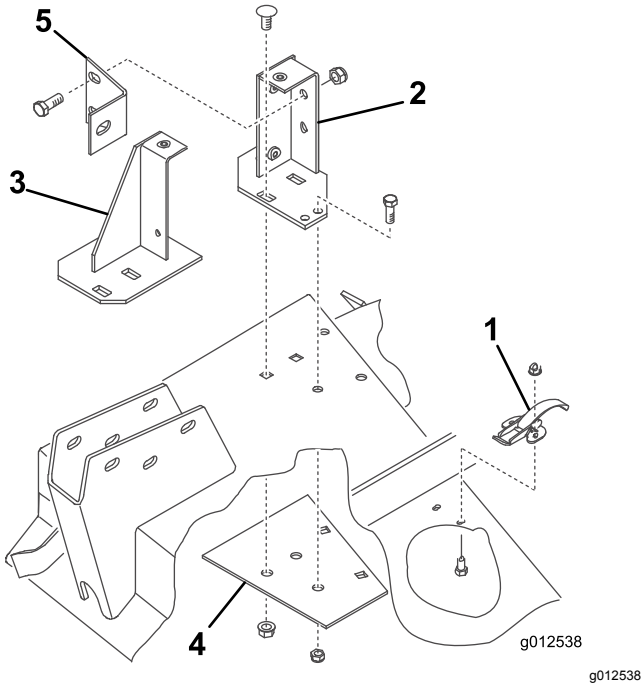

Figur 9
1. Afmonter de fastgørelsesanordninger, der fastgør højre skjolddæksels fjederlås til højre side af klippeskjoldet (Figur 9). Afmonter og gem låsen til senere brug med højre dæksel.
2. Placer blæseren og monteringsbeslagene på skjoldet, og ret monteringshullerne ind efter de huller, du brugte tidligere til montering af græsdeflektoren. Figur 9 er vist med blæseren afmonteret fra beslagene. Sørg for, at der ikke er afstand mellem blæseren og klippeskjoldet.
3. Placer den nye forstærkningsplade under skjoldet, og ret monteringshullerne ind efter de huller, du brugte tidligere til montering af græsdeflektoren (Figur 9).
4. Monter forreste og bageste beslag og forstærkningspladen på skjoldet med de to tidligere afmonterede bræddebolte (3/8 - 16 x 7/8 tomme) og flangemøtrikker (Figur 9). Bolthovederne skal være ovenpå skjoldet.
7. Fastgør beslagene og forstærkningspladen til skjoldet med bolte (5/16-18 x 3/4 tomme) og låsemøtrikker (Figur 9). Bolthovederne skal være ovenpå skjoldet.
8. Monter blæserafstiveren på det bageste monteringsbeslag med to bolte (3/8-16 x 1 tomme) og låsemøtrikker (Figur 9) og på styrehjulsarmen med en bolt (3/8-16 x 1 tomme).